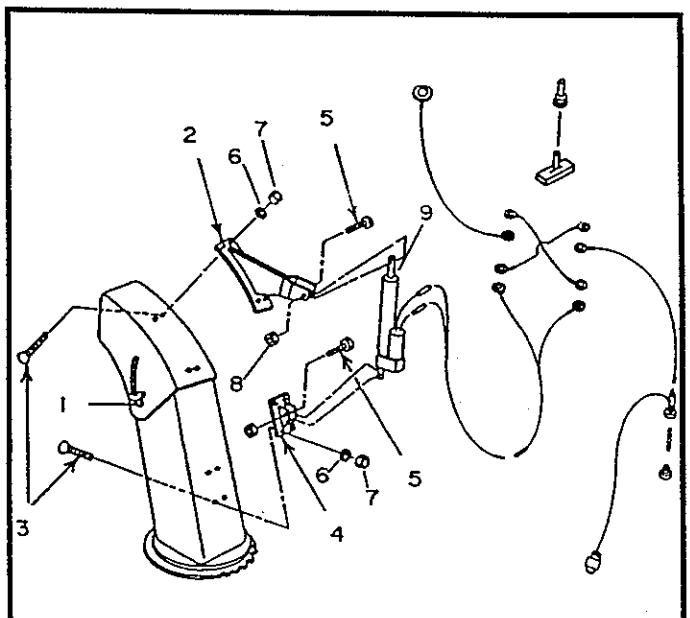

FIGURE 13
a) Remove the two manual adjustment knobs (fig.13, item 1) and bolts from each side of deflector and replace with two 5/16" x 3/4" carriage bolts, using original nylon washers and two nylon lock nuts, leaving 1/16" play.
b) Place actuator support bracket (fig.13, item 2) on center of chute deflector, flush with bottom edge of deflector. Using this bracket as a template, drill four 11/32" holes in deflector, and bolt in place with four 5/16" x 3/4" allen flat socket capscrew, lockwashers and nuts (fig.13, items 3-6-7), with the capscrew heads inside the chute. Tighten so that capscrew heads sink flush to inside surface of deflector.
c) Retract actuator rod (fig.13, item 9) completely and secure to deflector bracket (fig.13, item 2) and chute bracket (fig.13, item 4) which will be installed in section "d" (next), using two 1/4" x 1 1/4" bolts (fig.13, item 5) and nylon lock nuts (fig.13, item 8). Secure loosely to permit movement.
d) Open deflector to maximum so that actuator rod retracts completely. Place chute bracket (fig.13, item 4) on the center (left to right) rear of chute and using bracket as a template, drill four 11/32" holes in chute. Bolt bracket to chute using four 5/16" x 3/4" allen flat socket cap screw, lockwashers and nuts (fig.13, items 3-6-7), with the capscrew heads inside the chute. Tighten so that capscrew heads sink flush with inside surface of the chute.